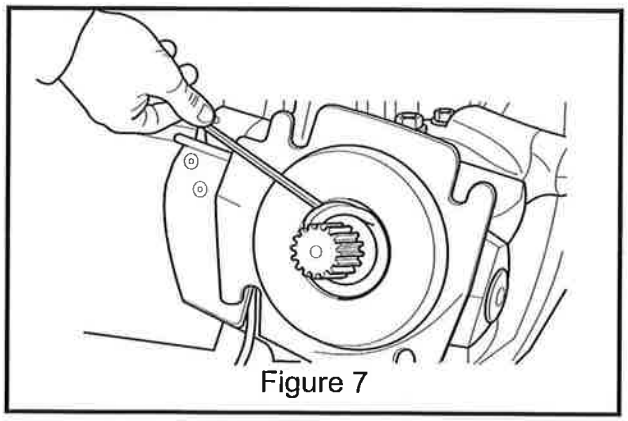

Figure 7
8. With a flat screwdriver installed behind the seal, carefully pry the seal out. Be careful that the input shaft is not damaged by the screwdriver blade (figure 7).